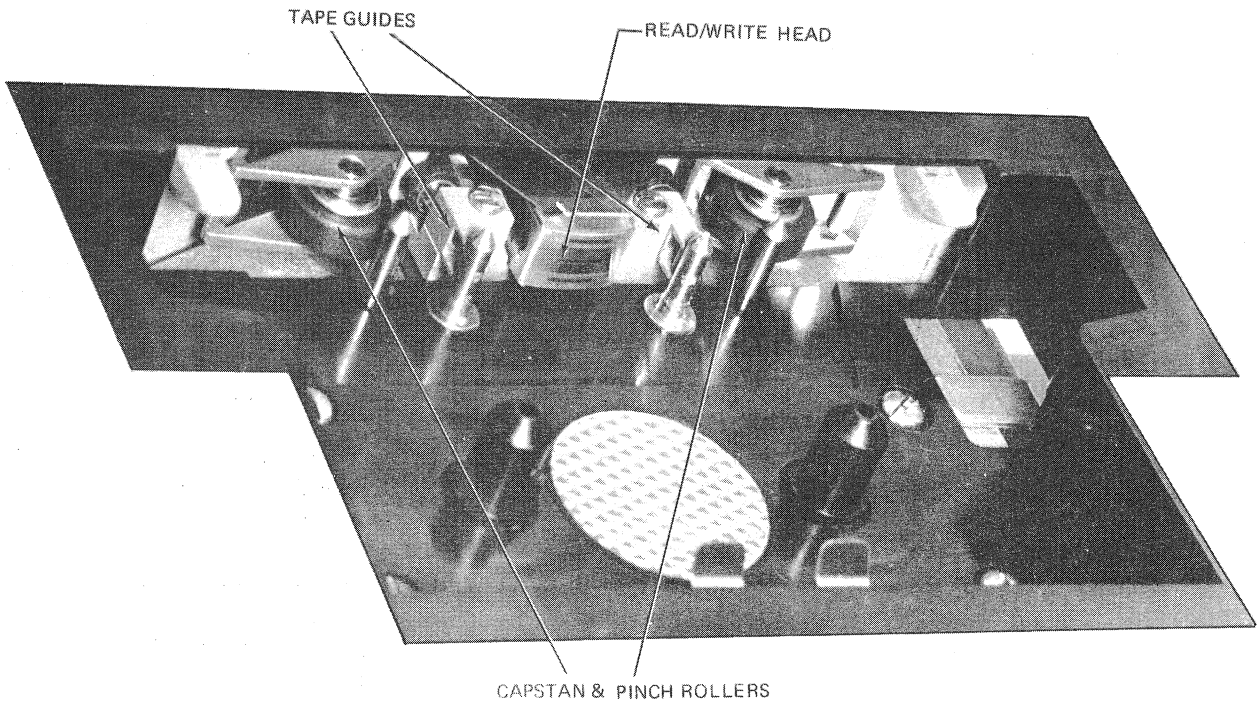

FIGURE 5-1.2. TAPE CASSETTE TRANSPORT CLEANING AREAS
c. Use clean Q-tip® type cotton swabs saturated with denatured alcohol (available from Texas Instruments in pint containers, Part No. 230007) to clean the pinch rollers, capstans, tape guides, and read/write heads shown in Figure 5-1.2.
(1) Swab the pinch rollers across the rolling surface a section at a time; then rotate the roller with the swab and clean another section. Discard the Q-tip when it becomes discolored and resume cleaning with a new Q-tip. Continue swabbing both pinch rollers in both transports until no discoloration appears on the Q-tip.
(2) Clean the tape guides by inserting the alcohol-saturated swab into each side of the tape guides. Change the Q-tips until no discoloration appears.
(3) Swab the read/write heads using a back-and-forth motion across the heads. Change the Q-tips until no discoloration appears.
(4) Lower the terminal cover and swab the capstans (located directly below the pinch rollers). Clean the length of the capstans, changing Q-tips until no discoloration appears.